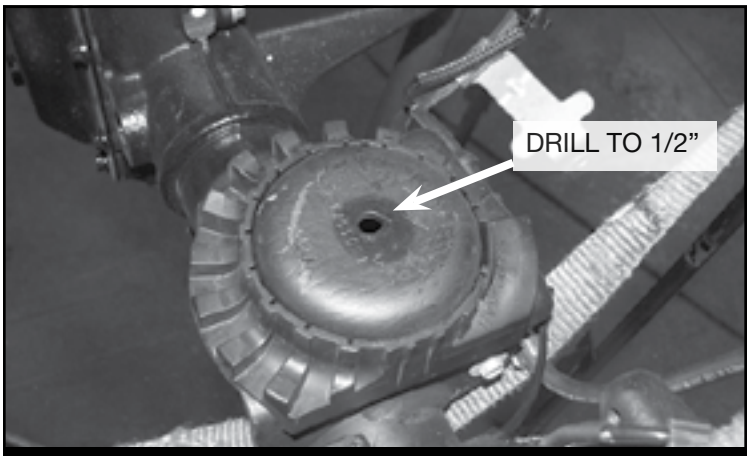

FIGURE 14 - STEP 14
14. On the factory coil spring perch. Use a drill with a 1/2” drill bit and drill out the existing factory hole on both driver & passenger sides. **SEE FIGURE 14**